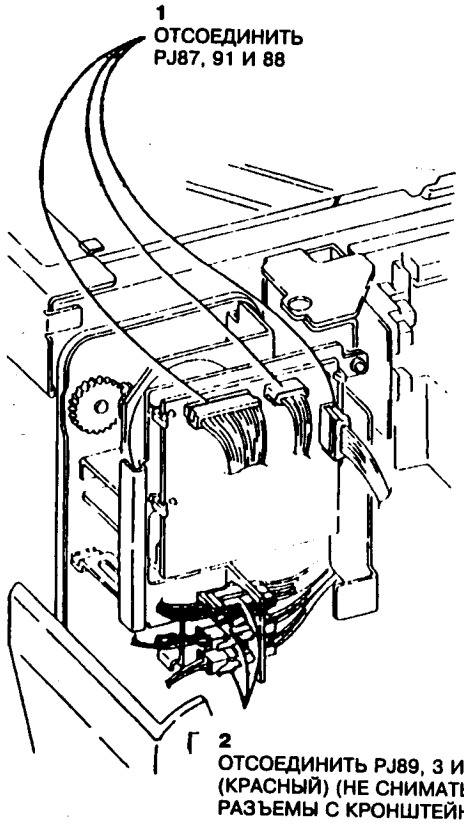

Рис.1 Отсоединение разъемов
3. Отсоединить разъемы на PWB оптики (рис.1).